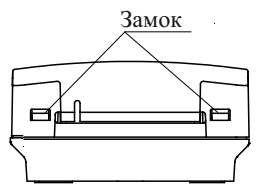

Рисунок 3
6.8 Для установки ИПР необходимо отсоединить корпус от основания, нажав отверткой на замки (рисунок 3), при этом кнопка должна быть в отжатом состоянии.